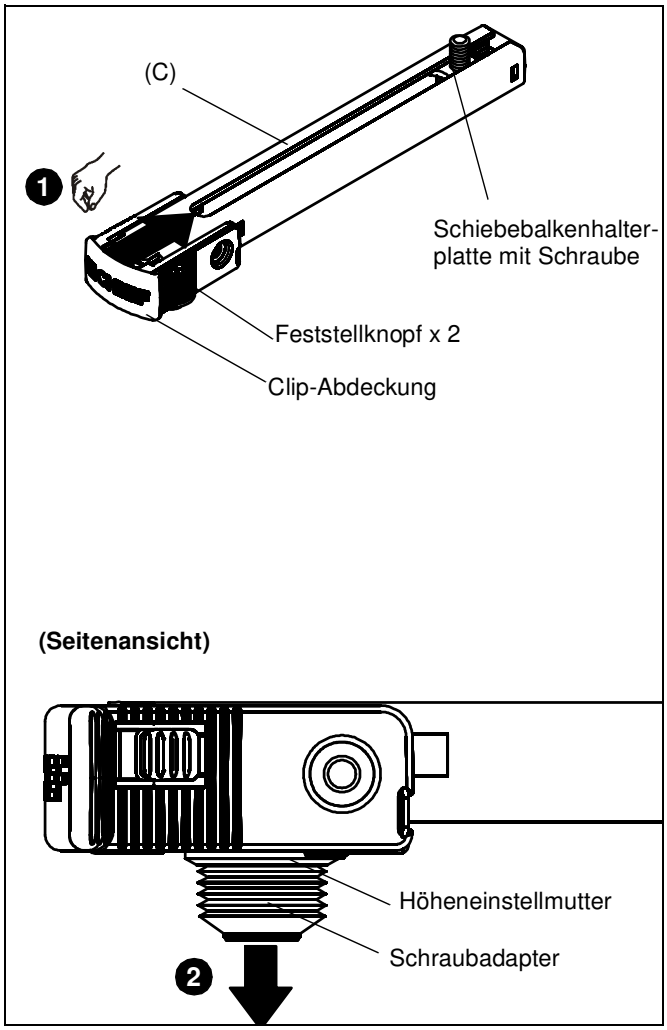

Abb. 1
1. Drücken Sie fest auf die Feststellknöpfe am SSBU/SSMU-Bein (C) und schieben Sie gleichzeitig die Clip-Abdeckung in Richtung der eingeschlossenen Schiebebalkenhalterplatte mit der Schraube. (Siehe Abb. 1)
2. Der Schraubadapter und die daran befestigte Höheneinstellmutter werden freigegeben. Legen Sie die Teile für einen späteren Gebrauch beiseite. (Siehe Abb. 1)